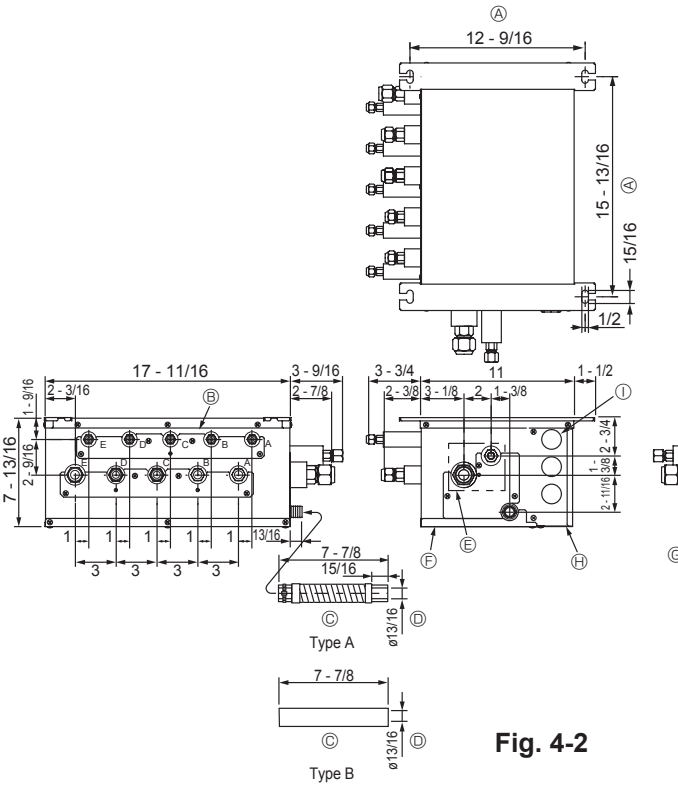

Fig. 4-2
■ **PAC-AKA51BC (Fig.4-2)**
(1) Installer les boulons de suspension (à acheter localement) suivant le pas requis (Fig. 4-2, 4-3).